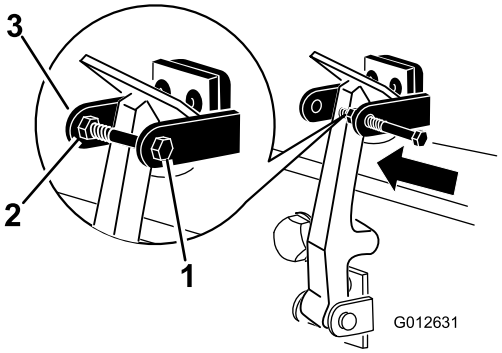

Figur 10
7. Skru bolten inn på den andre armen til panserlåsbraketten for å låse låsen i stilling (Figur 10). Stram til bolten, men ikke mutteren.